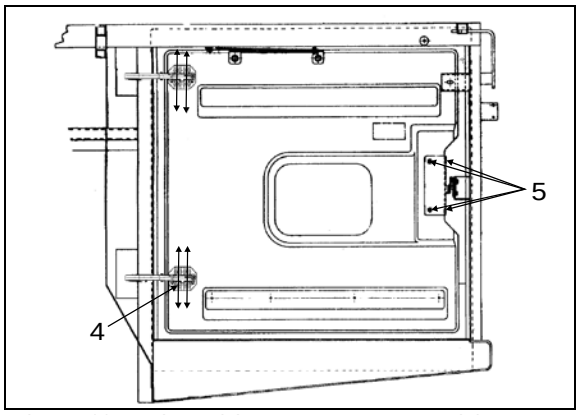

**FIGURE 83: ENGINE COMPARTMENT R.H. DOOR** 18197
8. Loosen screws (4, Figure 83).